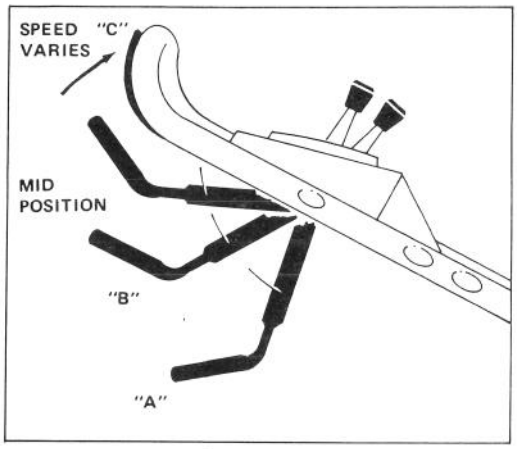

Figure 9
4. BLADE AND TRACTION OPERATION (Fig. 9) – Move control bar down to "A" and raise to engage blade "B". Move ground speed control to desired setting and squeeze control bar against handle "C" to drive. Ground speed varies, depending on space between control bar and handle. To disengage traction drive, but keep blade engaged, gradually release control bar to mid position. To self-propel with blade disengaged, simply squeeze control bar against handle, eliminating downward movement necessary for blade engagement.